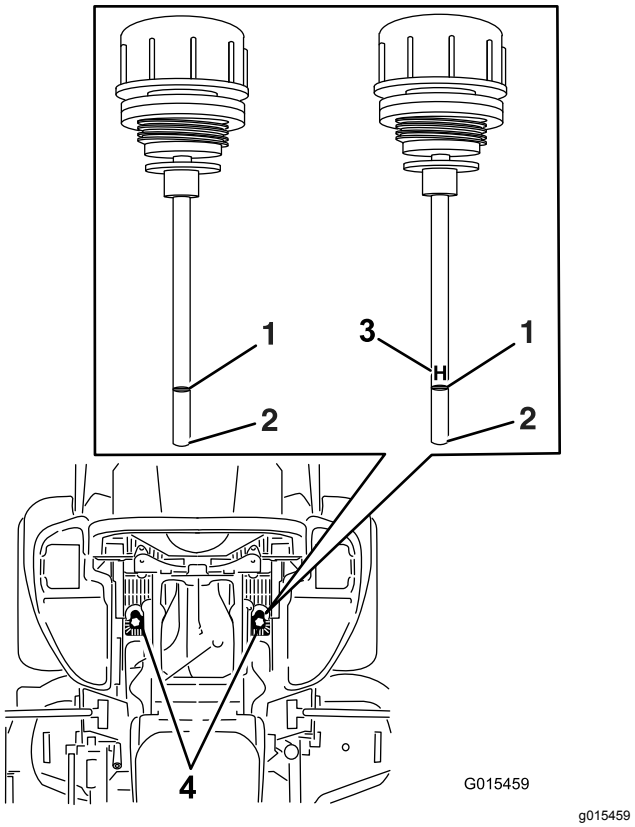

**Figuur 103**
5. Maak de omgeving van de peilstokken van de hydraulische reservoirs schoon (Figuur 103).
6. Verwijder 1 peilstok uit het hydraulische reservoir (Figuur 103).
8. Neem de peilstok eruit en bekijk het uiteinde (Figuur 103).